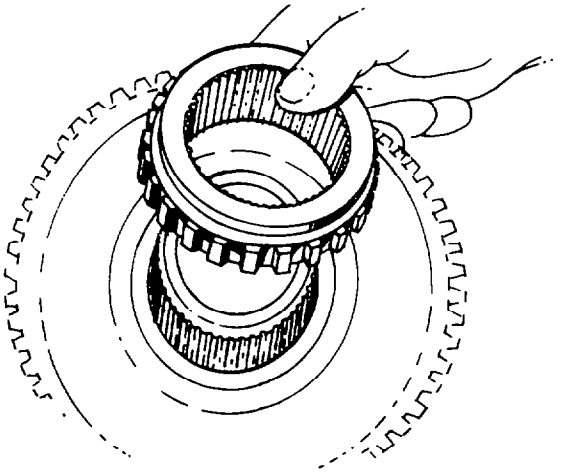

Fig. 181 — Removing First Gear Sliding Clutch
w. Remove the mainshaft sliding clutches and gears with thrust washers from the case (see figs. 181 and 182).